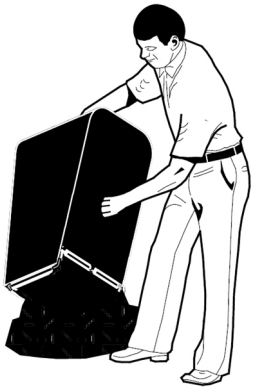

Рис. 20 Опустошение травосборника
Для очистки травосборника от скошенной травы (Рис. 20) необходимо:
5. Удалить траву из травосборника (Рис. 20).